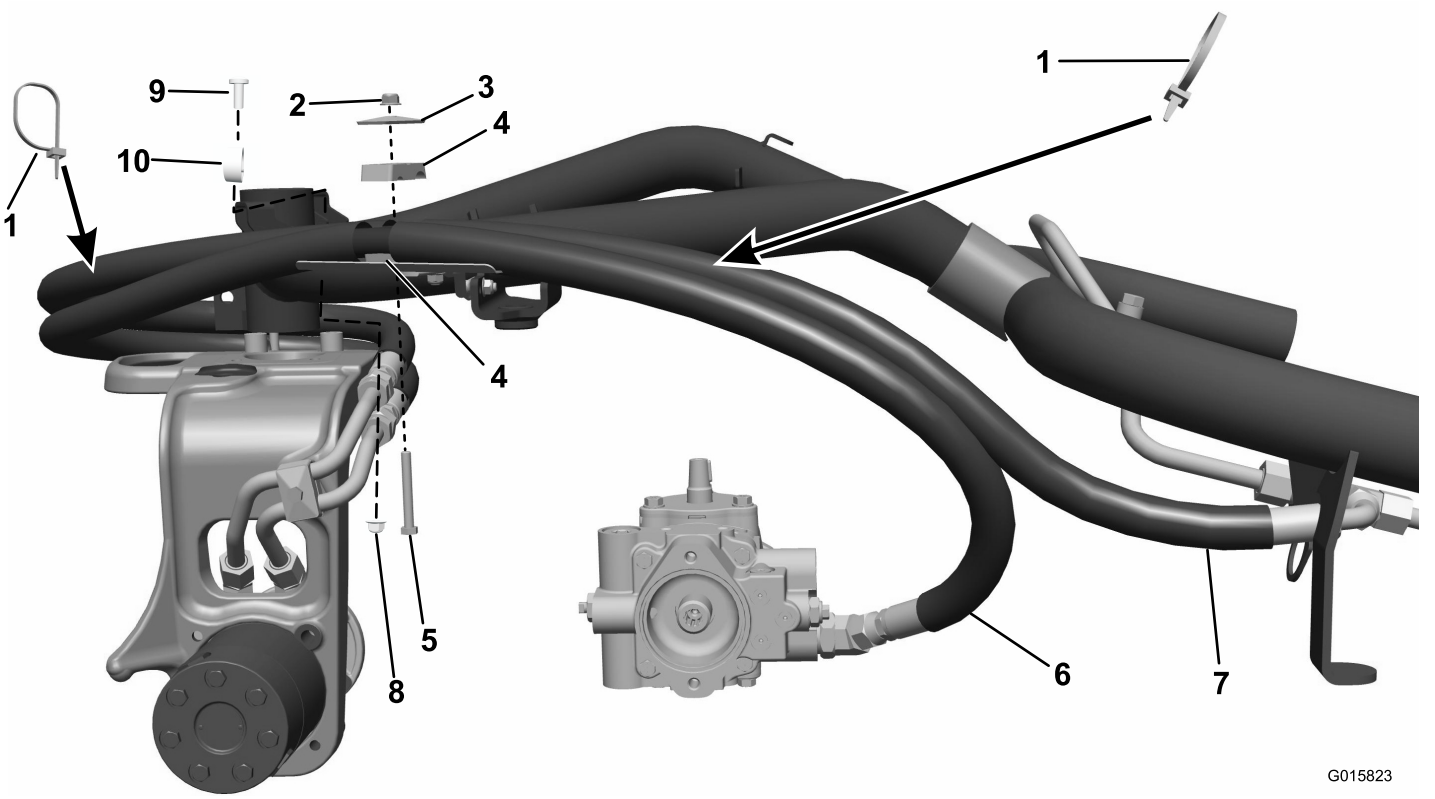
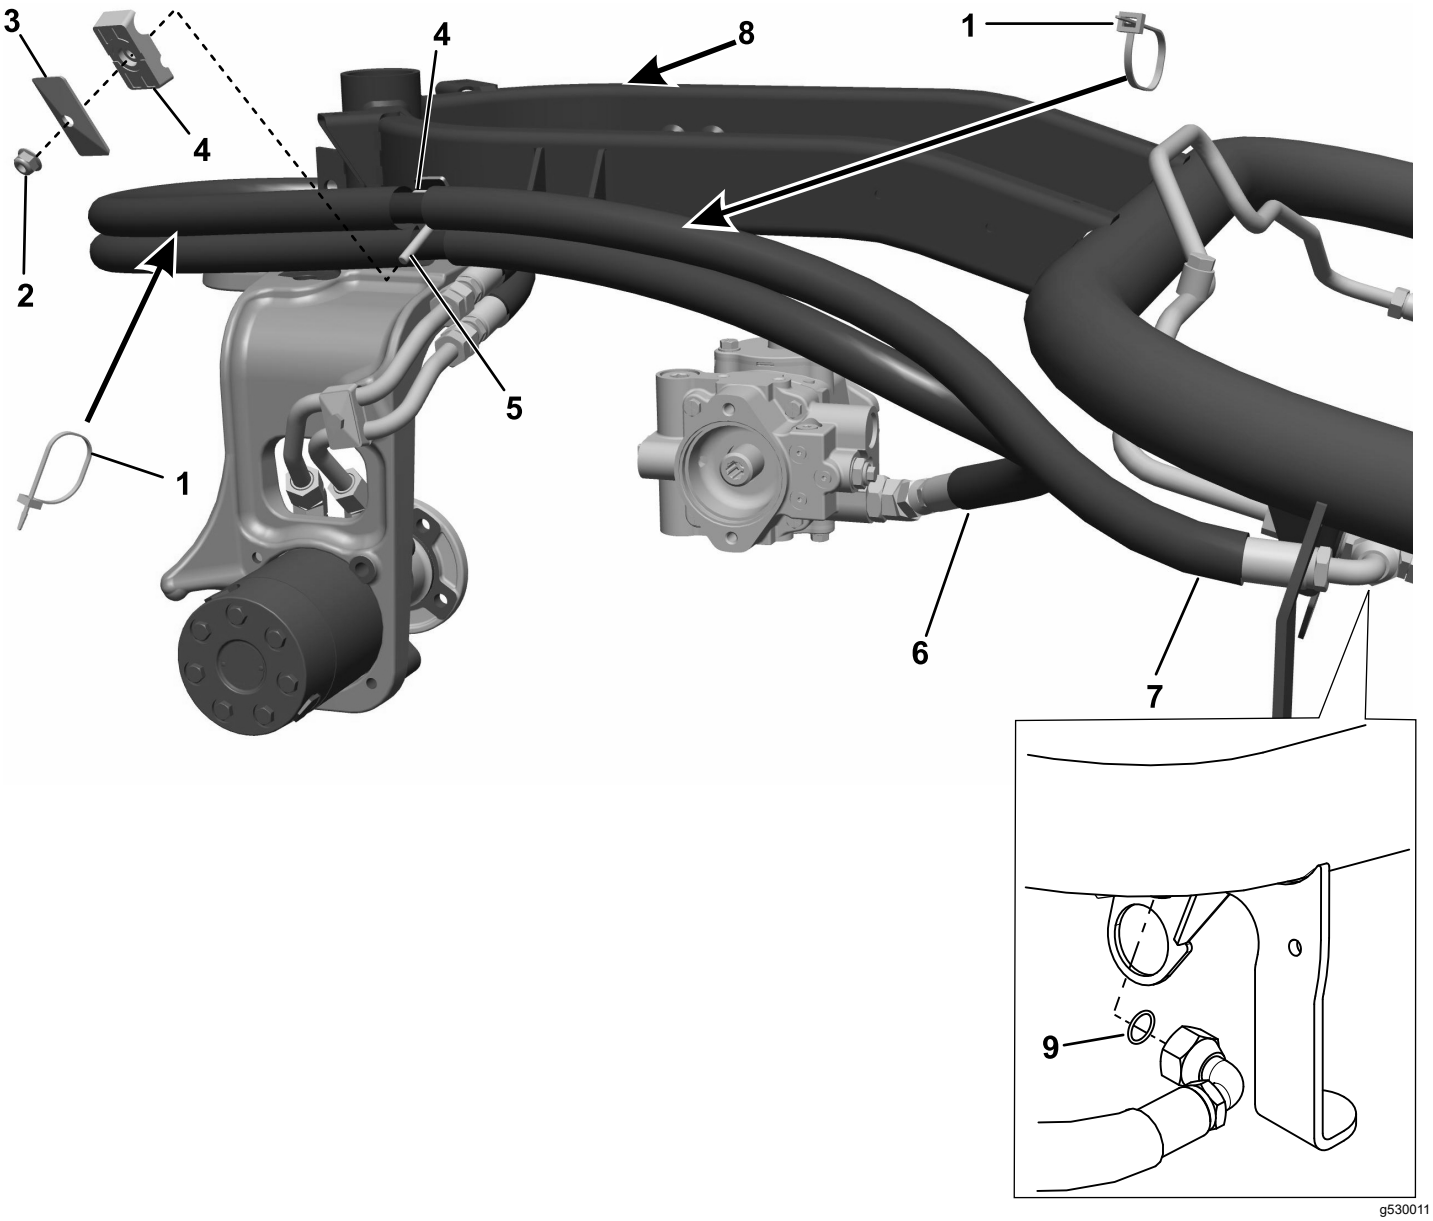

Figura 10
Figura 11
3. Instale o tubo com as uniões retas em ambas as extremidades através do guia na forquilha da roda giratória e ligue-o ao tubo rígido inferior. Instale a extremidade oposta na união da bomba hidráulica inferior (Figura 10 ou Figura 11).
4. Instale o tubo restante através do guia de tubo e ligue ao tubo rígido superior. Encaixe a extremidade oposta e o anel de retenção O-ring na união em T superior do motor da roda dianteira (Figura 10 ou Figura 11).
5. Instale ambos os conjuntos de tubos na braçadeira de tubos na divisão da cobertura dos tubos e ligue-os ao suporte. (Figura 10; ou Figura 11).
9. Adicione as braçadeiras de fios aos conjuntos dos tubos como se mostra (Figura 10 ou Figura 11). Prenda todas as extremidades de tubos, uniões e braçadeiras.